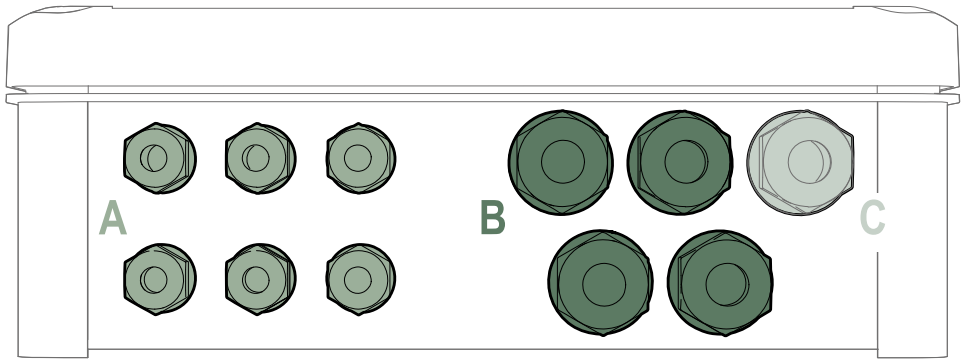

Fig. 7 : Frontale pressacavi (7)
1. Inserire cavo nel pressacavo indicato nella Fig. 7 (Pressacavo C);